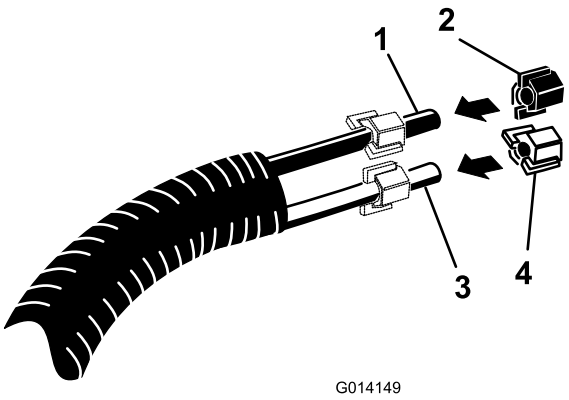

Figuur 12
1. Monteer een plastic slangklem op de zichtbare uiteinden van de schuimslangen. Gebruik een blauwe klem voor de blauwe (vloeistof)slang en een witte klem voor de doorzichtige (lucht)slang (Figuur 12).